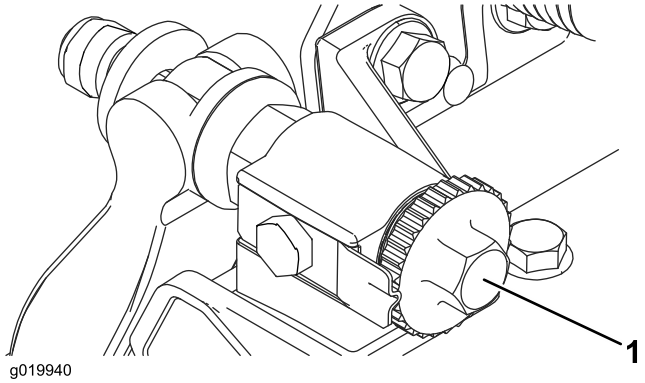

Figur 8
1. Placer klippeenheden på en flad og plan arbejdsflade. Drej bundtværstangens justeringsskruer mod uret for at sikre, at bundtværstangen ikke berører knivcylinderen (Figur 8).